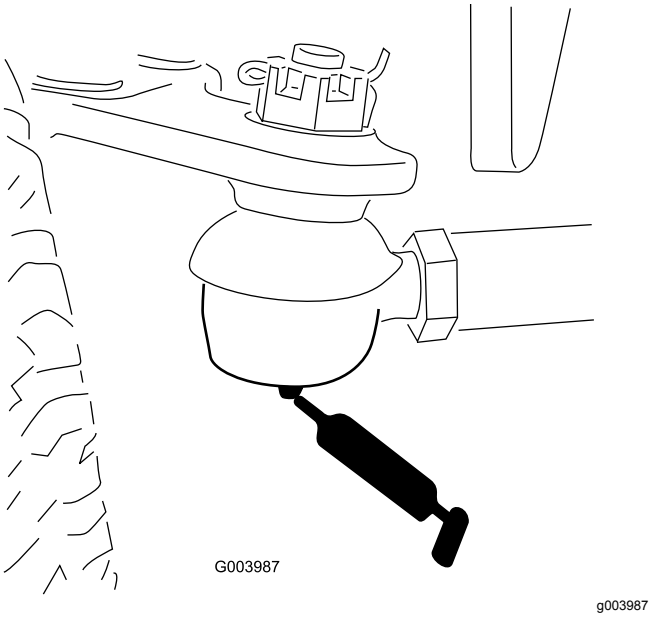

Figuur 78
- Trekstang van achteras (2) (Figuur 78)